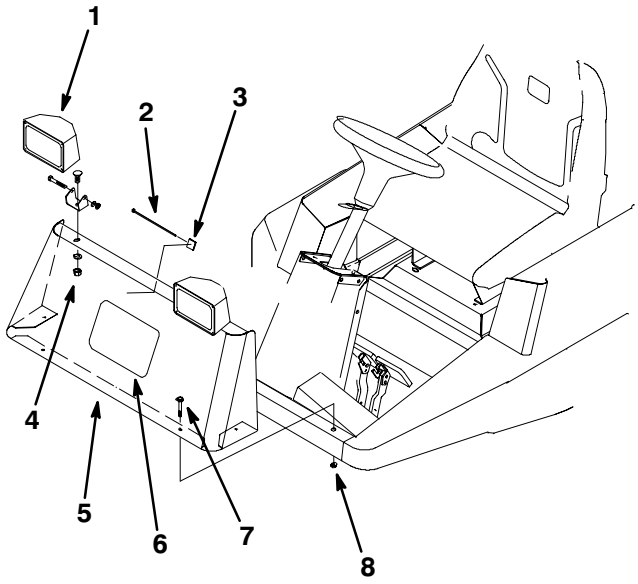

Figure 10
2. Position front shroud (provided with kit) on operator’s platform to locate and mark two additional shroud mounting holes (Fig. 10).
3. Drill two 21/64” (8.3 mm) additional shroud mounting holes in top of operator’s platform (Fig. 10). Use caution when drilling not to damage steering control tubes beneath platform.
4. Fasten front shroud to operator’s platform with four 8 mm x 60 mm (2-3/8”) hex head bolts and hex nuts (Fig. 10).
5. Fasten headlight assemblies to top edge of front shroud using nuts furnished with headlights (Fig. 10).